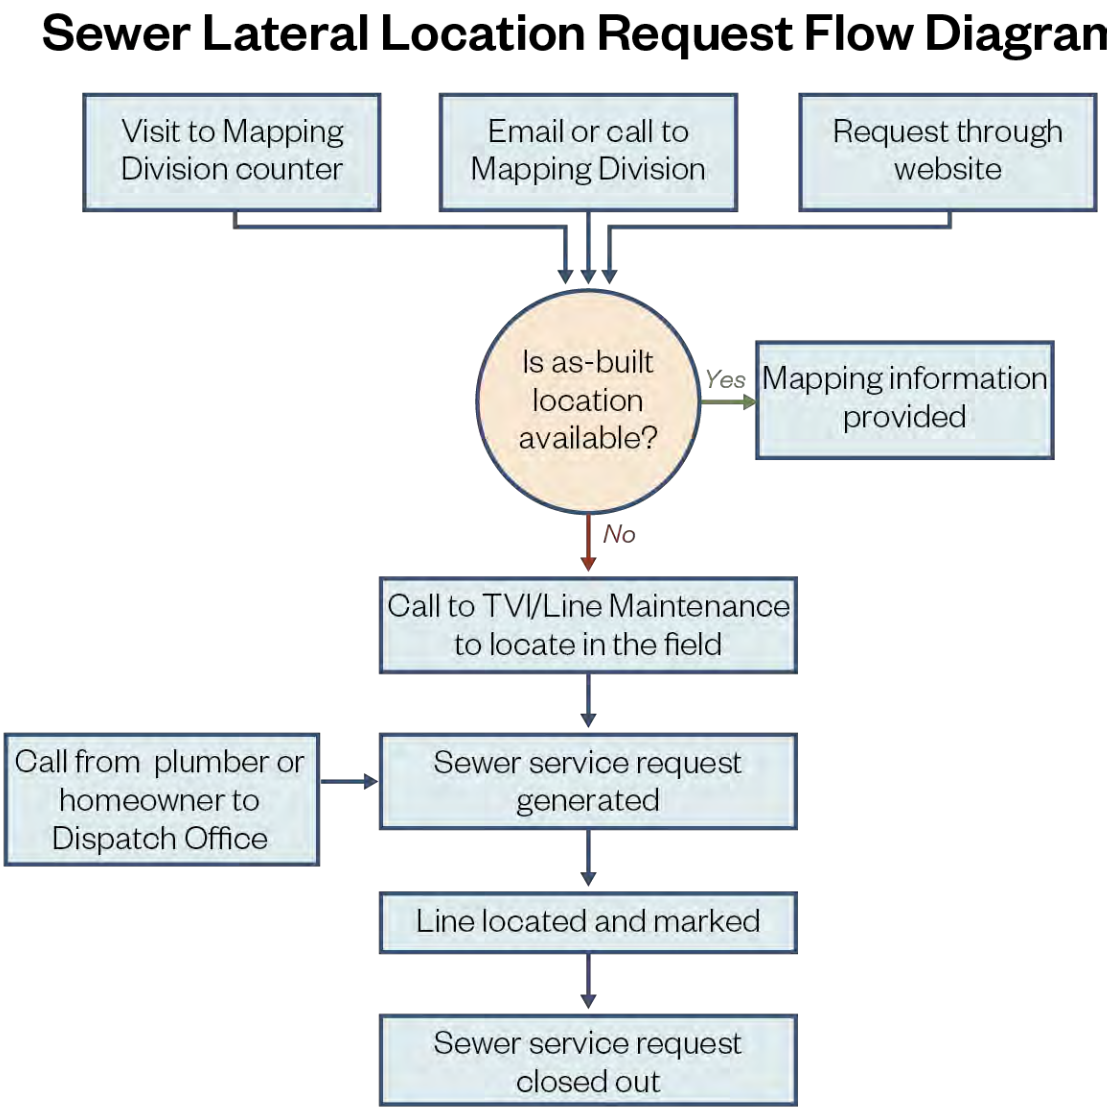

**Figure 1.Sewer Lateral Location Request Flow Diagram**
**Figure 1** shows the process flow diagram for receiving and addressing requests for sewer service lateral locations.